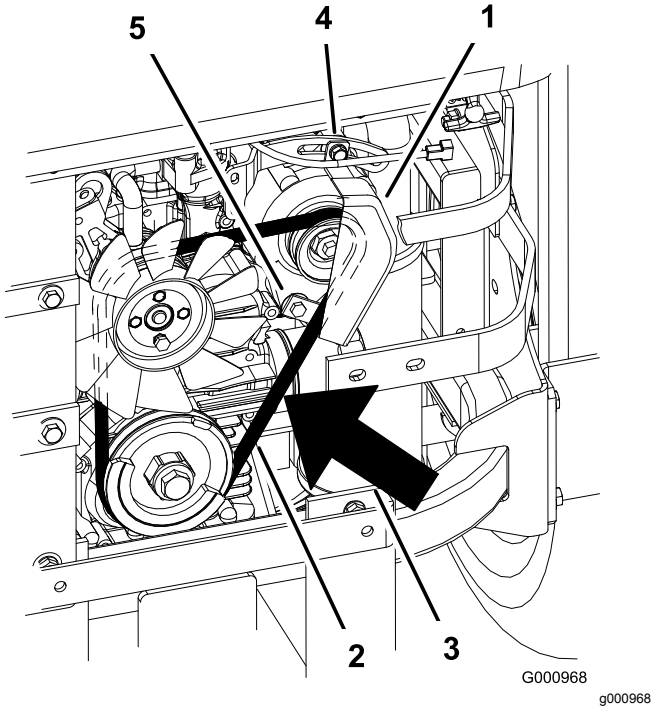

Figur 74
2. Justera generatorn mot utsidan tills remmen har en nedböjning på 7–9 mm mellan motorn och generatorremskivorna vid en last på 10 kg (Figur 74).
5. Dra åt den nedre och övre bulten om nedböjningen är korrekt (Figur 74).